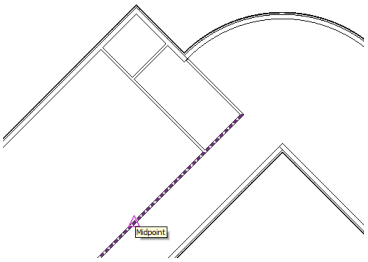

Figure 3-74 *Starting the fifth interior wall from the midpoint of the first interior wall*
10. To create the next wall, bring the cursor close to the midpoint of the first interior wall until the **Midpoint** object snap appears, as shown in Figure 3-74. Click on the drawing to start the wall.